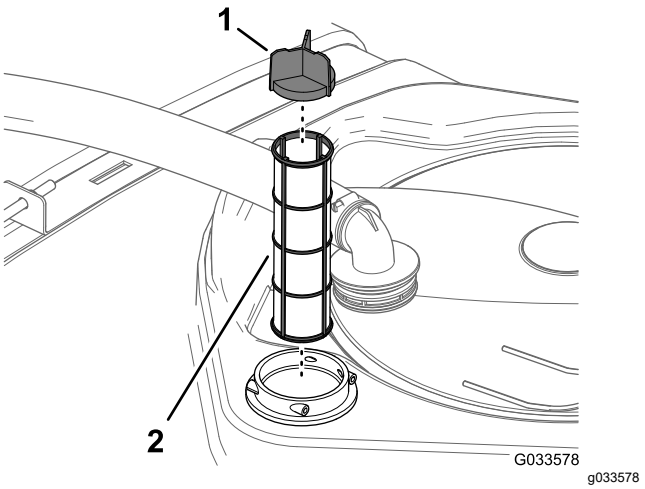

Figura 50
4. Retire o filtro de rede da sucção da estrutura do filtro no depósito (Figura 50).